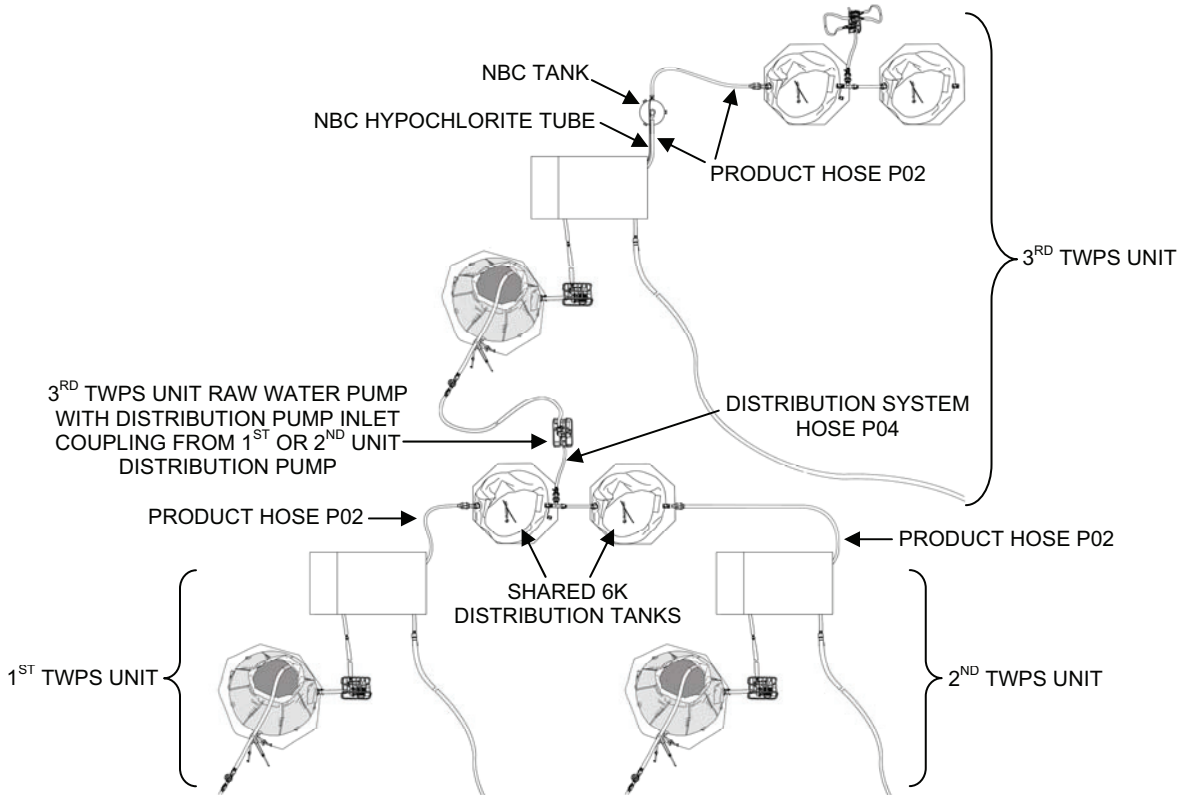

Figure 11. Double Pass NBC Filtration Set-Up Using Three TWPS Units.
2. Set up first two TWPS units for normal operation (WP 0008 00) except as noted below (Figure 11):
3. Set up the third TWPS unit for normal operation (WP 0008 00) except as noted below (Figure 11):
4. Set up the NBC tank for the third TWPS (Figure 11) (WP 0028 00).